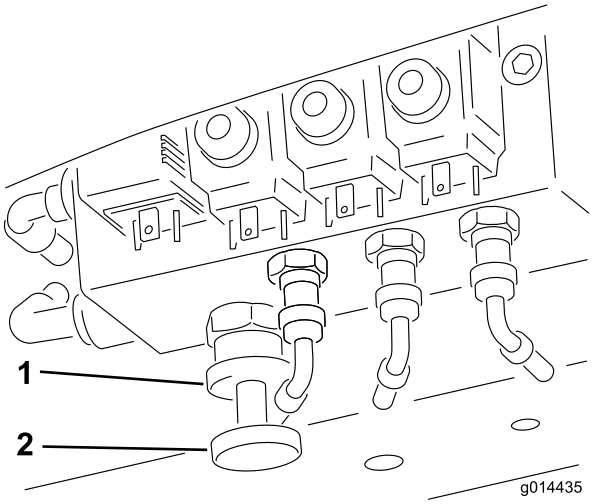

**Figuur 32**
**Om de gewichtsoverbrenging in te schakelen:** De mate van gewichtsoverbrenging kan afgestemd worden op de maaiomstandigheden door het handwiel van de gewichtsoverbrenging (Figuur 32) als volgt te draaien:
1. Draai de borgmoer van de klep een halve draai linksom los en houd vast (Figuur 32).
2. Draai het handwiel van de klep (Figuur 32) linksom om de gewichtsoverbrenging te verkleinen of rechtsom om de gewichtsoverbrenging te vergroten.